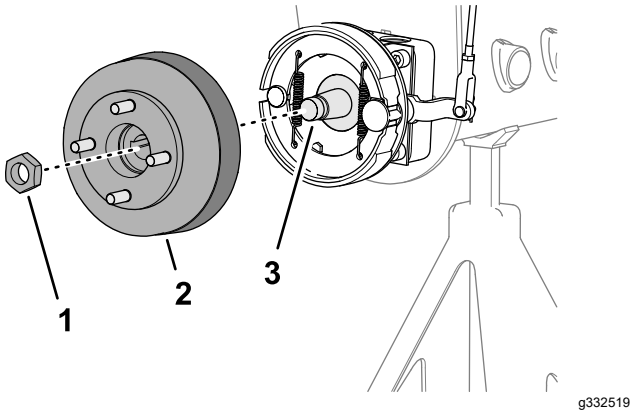
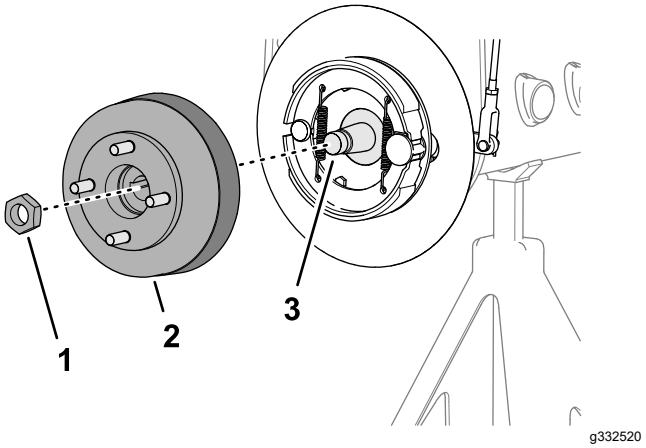

Figur 63
Figur 64
1. Fjern låsemøtrikken, der fastgør navet til hjulmotorakslen (Figur 63 eller Figur 64).
4. Anvend den angivne hjulnavaftrækker til at fjerne hjulnavet og bremsetromlen fra hjulmotorakslen (Figur 63 eller Figur 64).